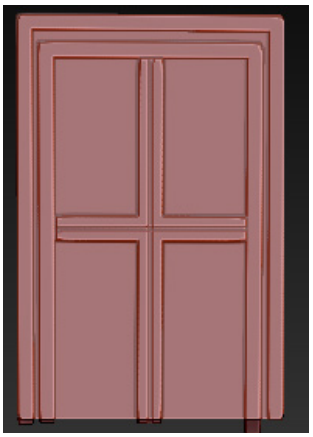

Figure 3-106 *Vertical and horizontal lines created on the partitions*
11. Choose the **Zsub** button from the top shelf. Next, set the value of the **Draw Size** slider to **2**. Press and hold the left mouse button, and draw vertical and horizontal lines on the partitions, as shown in Figure 3-106.